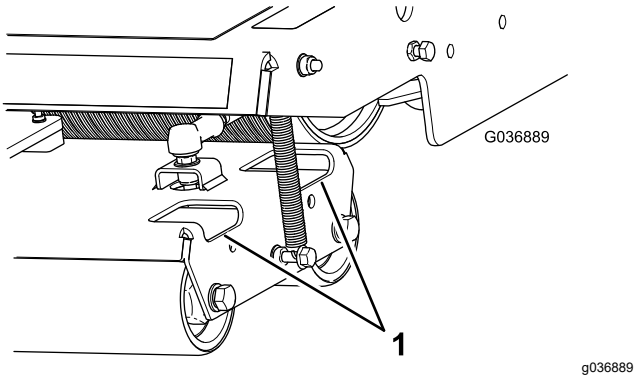

**Figur 40**
2. Avlägsna smuts och skräp från rullarna genom att spruta vatten genom hålen i rullarnas hus (Figur 40).